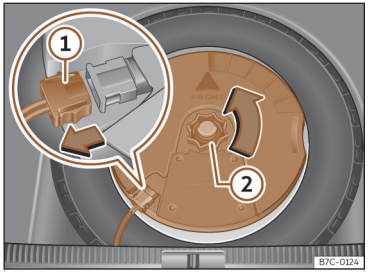

Fig. 225 En el maletero: desmontar el subwoofer.
- Desconecte el cable del altavoz subwoofer ››› fig. 225 ①.
- Gire la ruedecilla de fijación en sentido contrario a las agujas del reloj ››› fig. 225 ②.